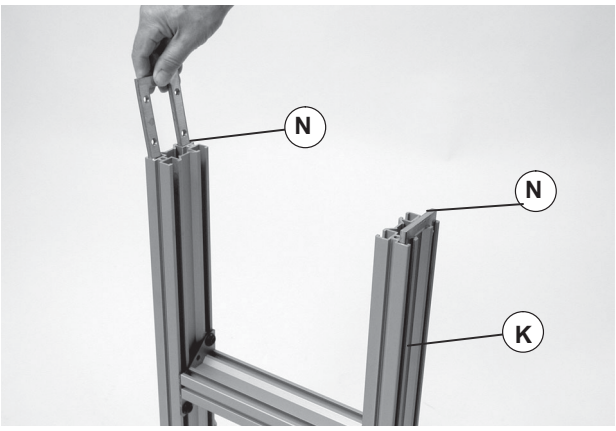

Figure 9
8. Install u–nuts (Figure 9, item N) into outer t–slots of stand legs (K).